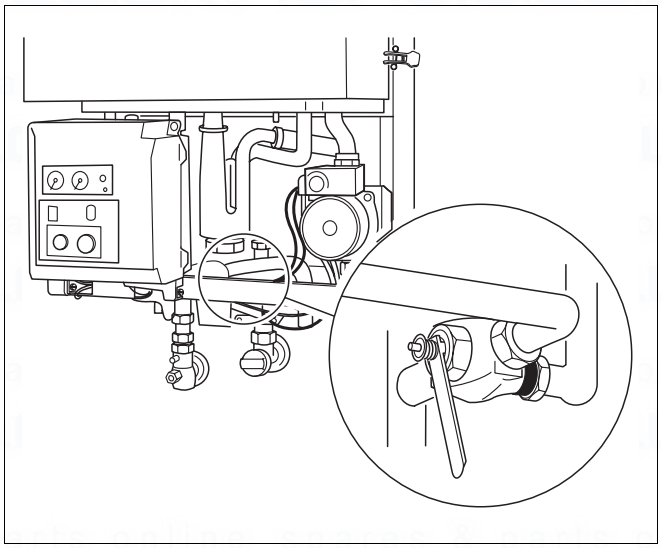

Fig. 86 600 Series 11S / 19S / 24S / 24C: Replacing the control valve
- Remove the control valve with a spanner and fit a new unit (fig. 86).